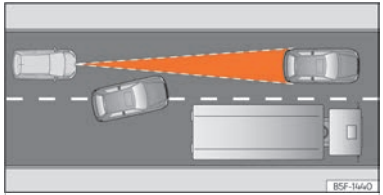

Fig. 122 Canvi de carril d'un vehicle.
- Vehicles que canviïn al carril pel qual esteu circulant i a poca distància del vostre vehicle ››› fig. 122.